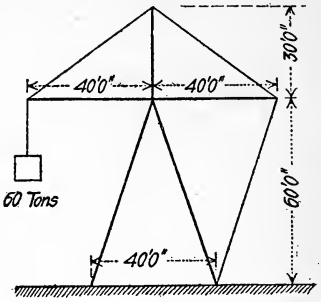

Fig. 8.
1. Determine the stresses in the members of this crane (Fig. 8), both analytically and graphically.